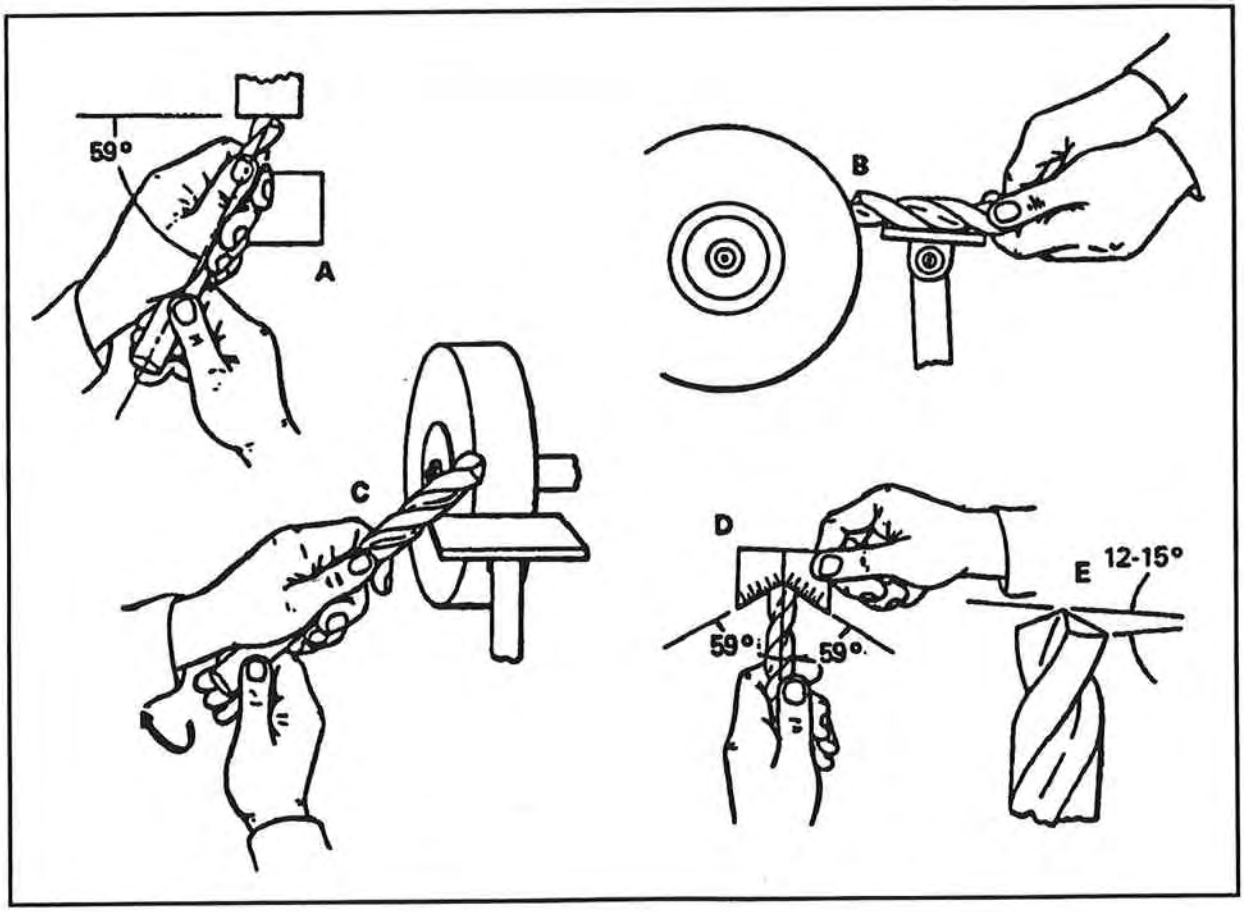

Figure 3-46. Drill sharpening guide
- Hold the twist drill between the thumb and index finger of either the right or the left hand. Grasp the body of the twist drill near the shank with the other hand. (See Figure 3-46[A].)
- Check the results of grinding by using a gage to determine whether or not both lips are the same length and at a 59° angle. (See Figure 3-46[D].)
NOTE: The heel angle of the twist drill should be 12° to 15° as shown in Figure 3-46(E). An insufficient heel angle will make the drill ineffective.